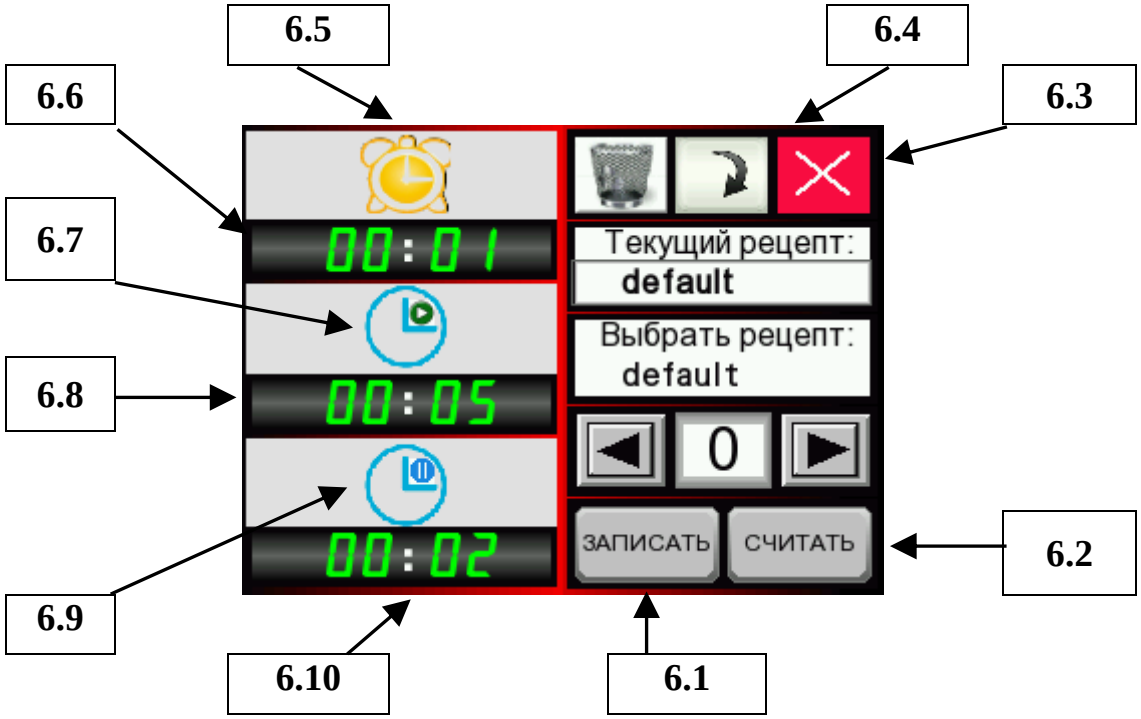

Рисунок 14 – Главный экран, переход к экрану «Рецепты»
Второй экран «Рецепты» (Рисунок 14) содержит следующие кнопки и поля ввода и отображения данных:
5.8.3 После операции удаления рецепта обязательно нажать кнопку 6.2 для загрузки рецепта с именем **default** в СП (Рисунок 14).